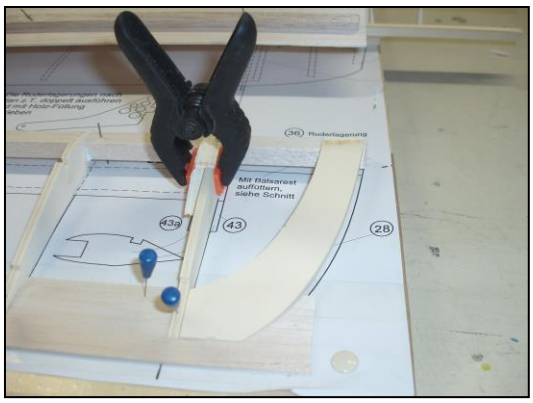
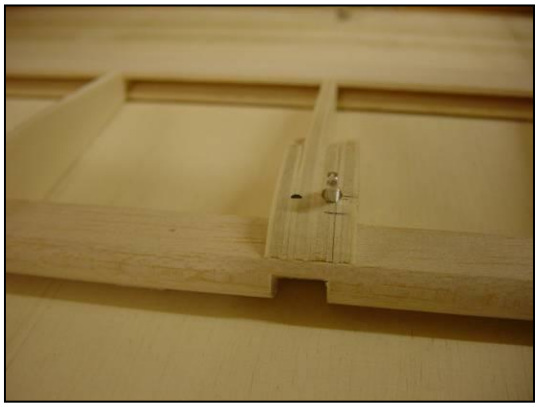

Bild 9
Bild 24
Folgend werden die Wangen (43) und (43a) nach Plan auf die eben gesetzten Lager-Rippen aufgeleimt (Bild 9). Für die Aufnahme der beiden Pertinax-Ruderhörner (42) werden die Ruder-Rippen 7 und 17 nochmal mit je zwei Wangen (44) und (43) aufgedoppelt – siehe Plan. Der Servo-Abtrieb fluchtet nun genau mit den Ruderhörnern. Die dicken Wangen (43a) sind nur an den Querrudern nötig, da auf der Unterseite der Ruder noch eine Aussparung lt. Bild 24 eingearbeitet werden muss. Hier bleibt dann noch Material stehen um die Bespann-Folie aufbringen zu können.
Der Randbogen (28) am Querruder wird hinten spitz zugeschliffen und auf die überstehende Beplankungen lt. Plan geleimt. Vorne wird er *auf* der Nasenleiste eingepasst (Bild 9).